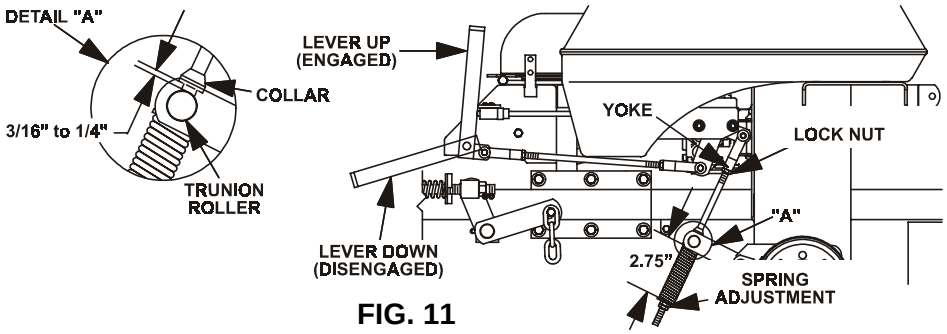

FIG. 11
b) Measure the length of the spring. Measurement should be 2.75” between washers (see Fig 11).
c) Measure the distance between the trunion roller and the rod collar. Measurement should be 3/16” to 1/4” (See Fig 11).
d) If adjustment is necessary, loosen the nut directly below the yoke. Turn the bottom nut(below washer) until the correct measurement is obtained(See Fig 11) turn nut clockwise to lengthen the gap (screws rod into yoke) and turn counter-clockwise to shorten the gap (screws rod out of yoke). Tighten nut against yoke and check opposite side of unit, repeat if necessary.